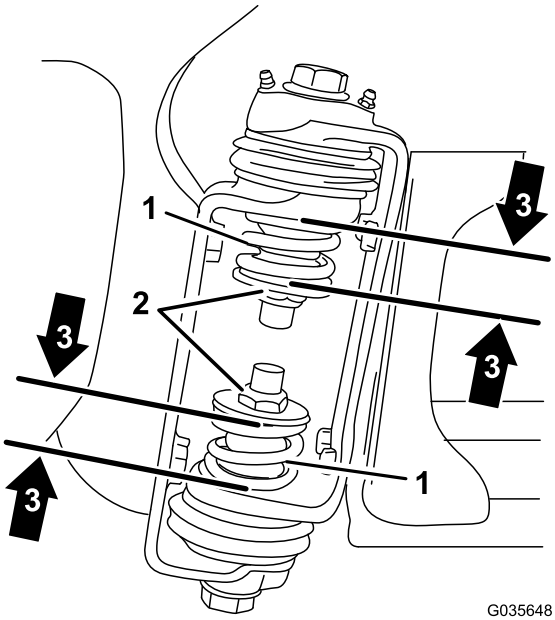

Figuur 5
3. Meet bij het spuitboomscharnier de compressie van de bovenste en de onderste veren als de spuitbomen zijn uitgeklapt (Figuur 5).